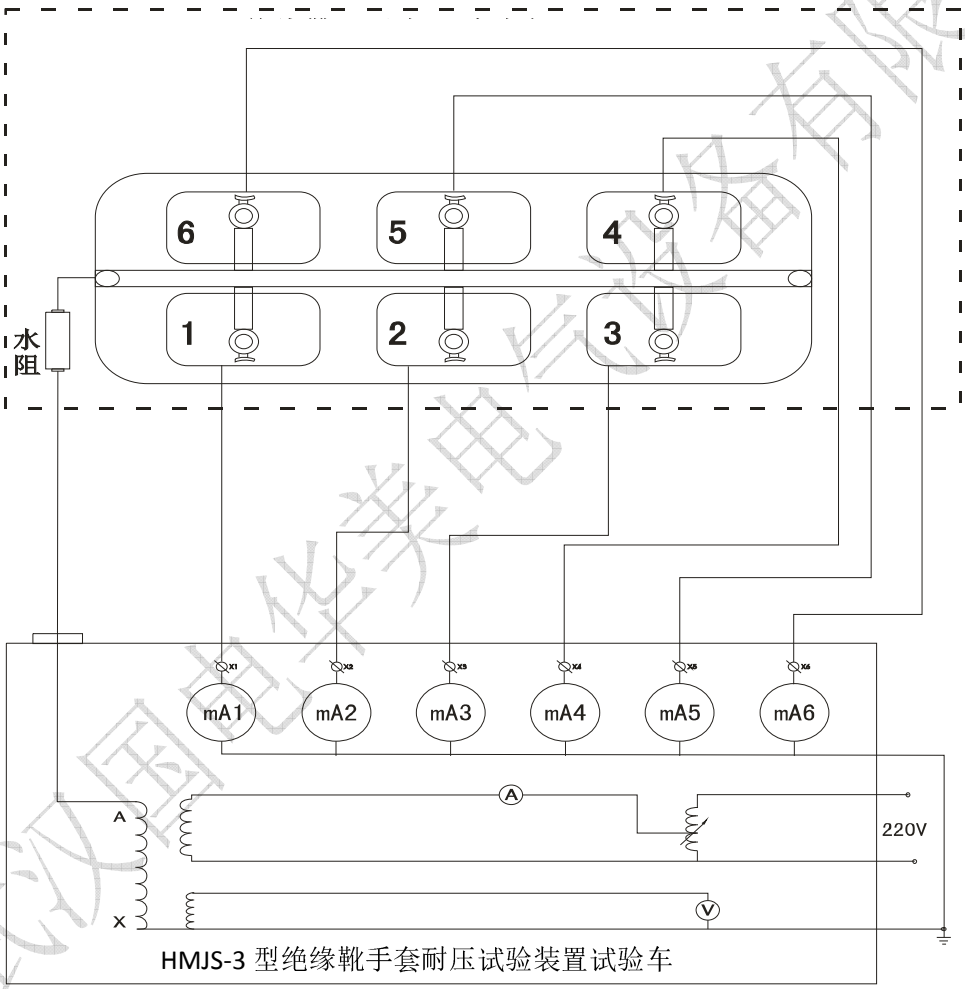

图 1：成套使用接线图
接入 0~220V 电源，调节工频耐压试验台，根据试验变压器的电磁感应原理，使变压器产生 0~30KV 工频高压至各电极，使绝缘靴（手套）获得规定的试验电压。根据绝缘靴（手套）试验规程，读取、纪录测试参数。成套使用接线图见图 1（毫安表六块）
3.按图1、图2将水阻的一端与绝缘靴（手套）试验车上的高压输入螺母(7)相连,另一端用35KV高压电缆由绝缘靴(手套)试验台的高压出线口引至绝缘靴(手套)试验台内试验变压器高压输出端A,将盛水槽1-6上的泄漏测量接线端与绝缘靴(手套)试验台上的接线端X1-X6一一对应相连。